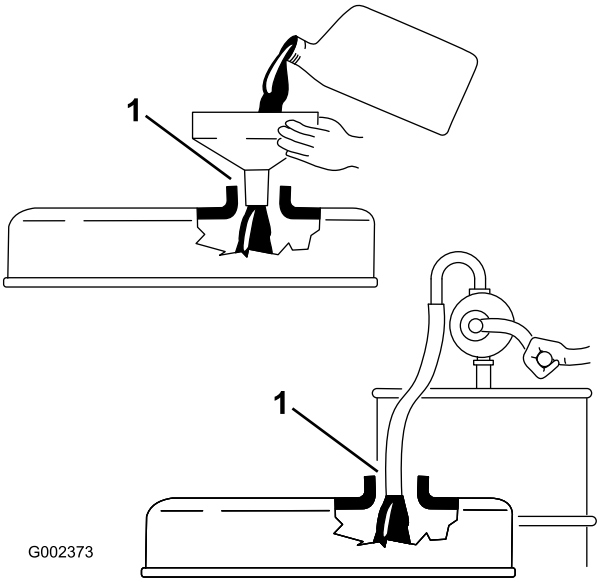

**Figur 21**
**Viktigt: När du fyller på motorolja måste det finnas ett spel mellan oljepåfyllningsenheten och oljepåfyllningshålet i ventilkåpan enligt Figur 21. Spelet är nödvändigt för att tillåta ventilation vid påfyllning, vilket hindrar att oljan rinner över i ventilatorn.**